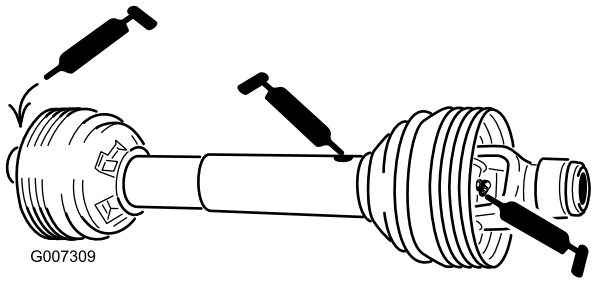

**Figur 24**
Kraftuttagsaxel (3) (Figur 24).